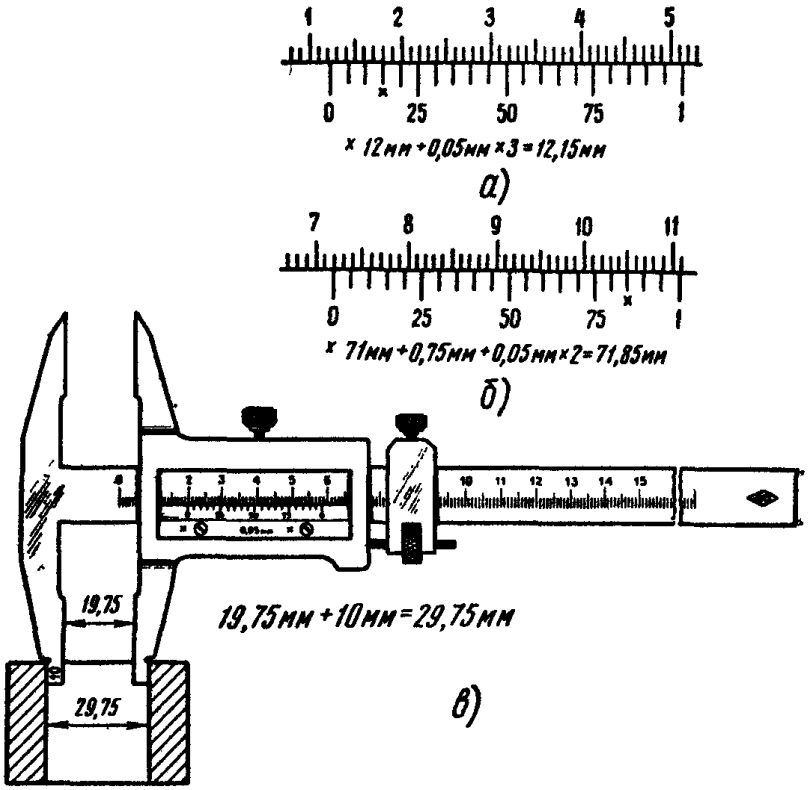

Рис. 11. Примеры отсчета при измерениях:
штриха нониуса, совпадающего со штрихом штанги, считая его от длинного оцифрованного штриха. Примеры показаны на рис. 11, *а, б*;
d) при внутреннем измерении (рис.11, в) к показаниям штангенциркуля прибавляется толщина губок (10 мм), указанная на них.